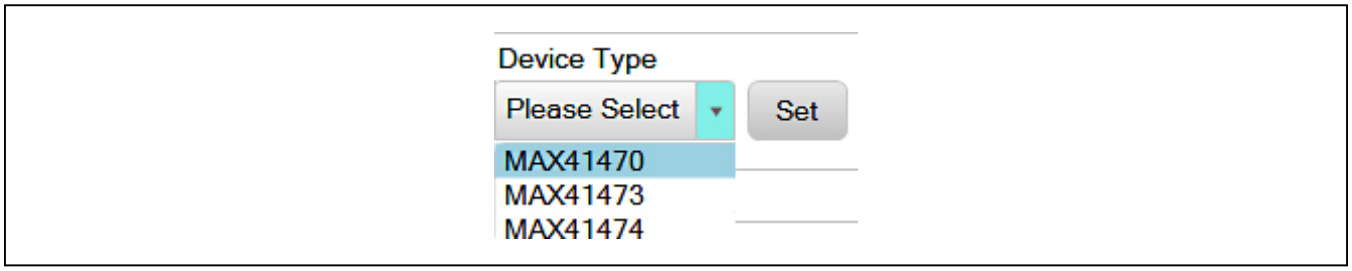

Figure 10. Part Selection
c. Enter a supply level into the “Voltage” text box in units of V and click the <Set> button; for example, enter “3.3” for a 3.3V supply (see Figure 10).